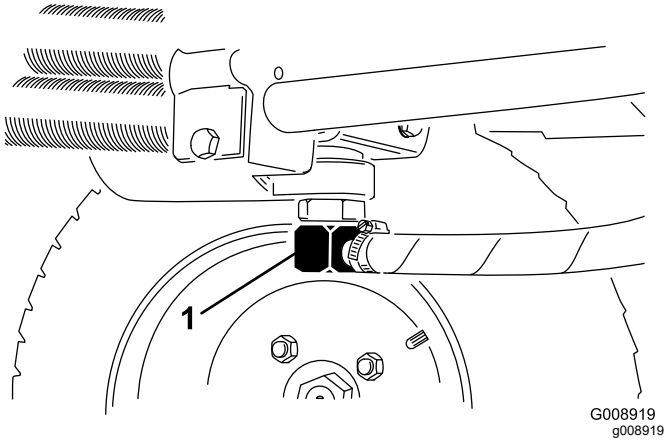
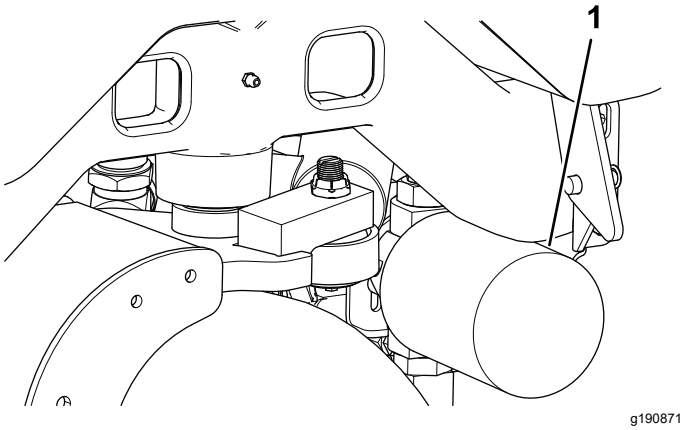

**Figur 75**
**Figur 76**
3. Koble fra hydraulikkledningen (Figur 75) eller fjern det hydrauliske filteret, (Figur 76) og la den hydrauliske oljen renne ned i et tappefat.
4. Plasser et tappefat under filteret (Figur 76), og ta ut filteret.